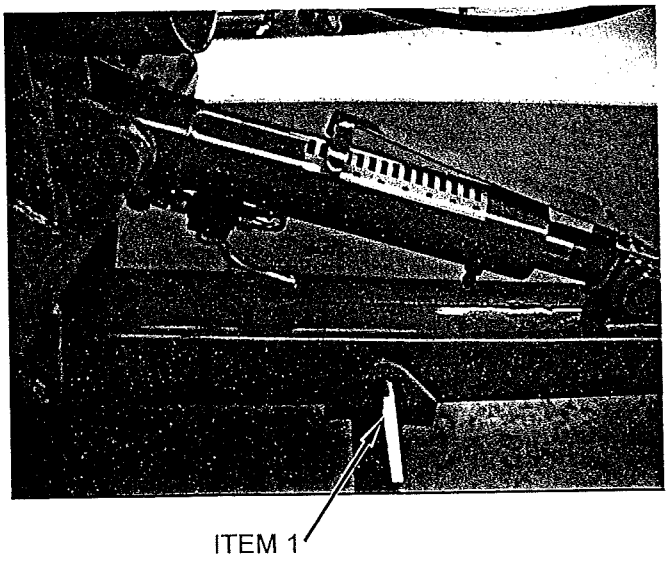
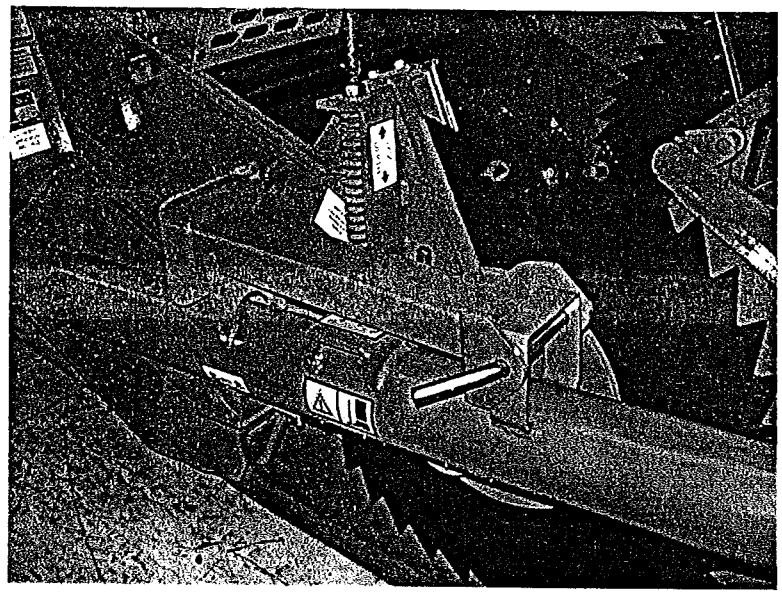

Fig 5.3
Fig 5.4
When the machine has been securely attached to the tractor, the jackstand can be disconnected by operating the share lift switch, on the driver's control box. When the machine has been raised enough, the anchor pin that secures the jackstand to the drawbar can be removed (Fig 5.3 item 1). The jackstand can then be put into the stored position on the right hand side of the chassis (Fig 5.4) and secured in place by the same pin (Fig 5.4 item 1).